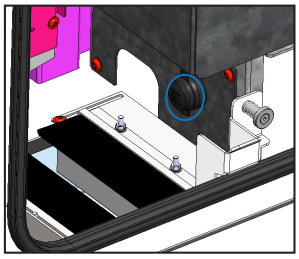

Figure 53: Connecting the Ethernet cable, step 1.
1.- Connect the Ethernet cable to the dedicated Ethernet connection point, located to the right of the Charging Point power cable, **Figure 53**.